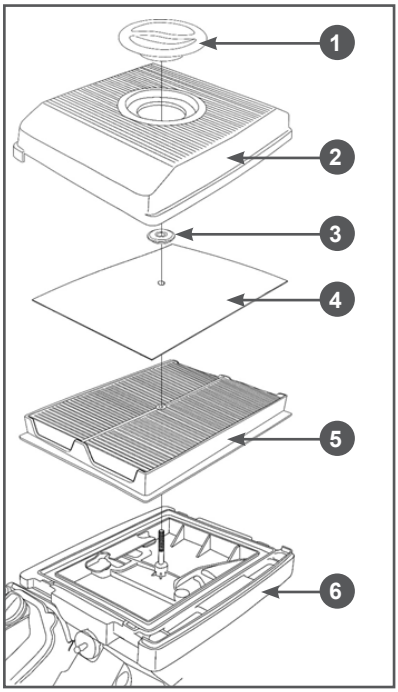

Рис. 11 Обслуживание воздушного фильтра G680HKE
1. Открутите гайку 1 и снимите крышку 2 воздушного фильтра (Рис. 11).
2. Извлеките из крышки 2 воздушного фильтра поролоновый фильтрующий элемент 4 (Рис. 11).
3. Извлеките бумажный фильтрующий элемент 5 из корпуса 6 воздушного фильтра (Рис. 11).